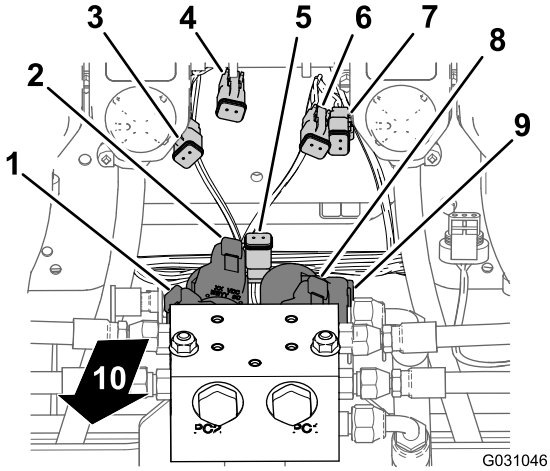
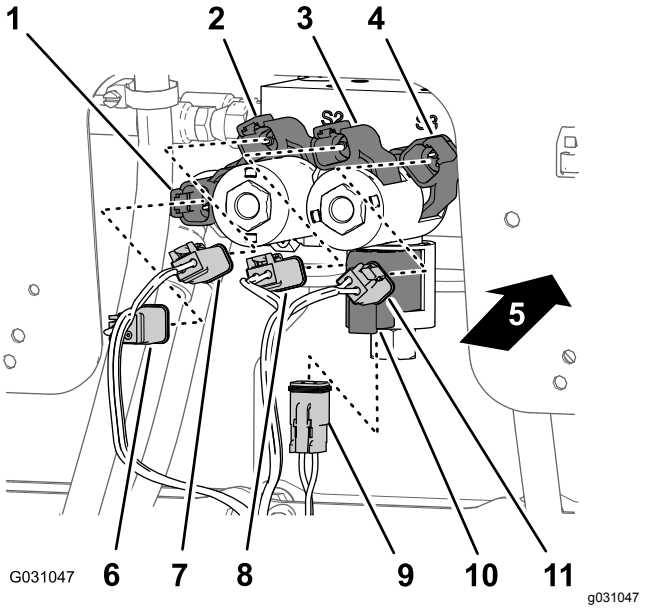

Figuur 131
Figuur 132
achterste kabelboom met de aanduiding **Enable Solenoid** (magneetklep inschakelen) aan op de stekker met 2 pinnen voor het inschakelen van de magneetklep (Figuur 131 en Figuur 132).
2. Sluit aan de onderste rechtermagneetklep de busconnector met 2 contacten van de achterste kabelboom met de aanduiding **Right Down** (rechts onder) aan op de stekker met 2 pinnen voor de magneetklep rechts onderaan (Figuur 131 en Figuur 132).
3. Sluit aan de bovenste rechtermagneetklep de busconnector met 2 contacten van de achterste kabelboom met de aanduiding **Right Up** (rechts boven) aan op de stekker met 2 pinnen voor de magneetklep rechts bovenaan (Figuur 131 en Figuur 132).
onder) aan op de stekker met 2 pinnen voor de magneetklep links onderaan (Figuur 131 en Figuur 132).